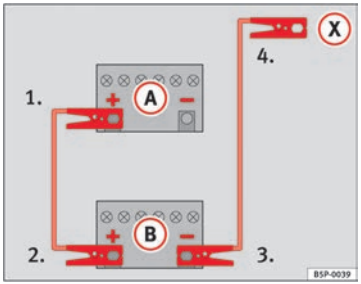
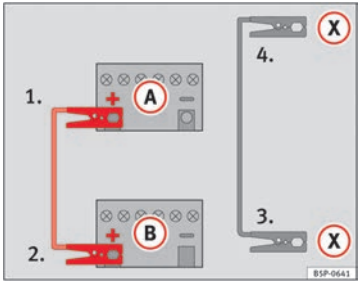

Abb. 229 Anschlussschema für Fahrzeuge ohne Start-Stopp-System.
Abb. 230 Anschlussschema für Fahrzeuge mit Start-Stopp-System.
– Klemmen Sie ein Ende des *roten* Starthilfekabels an den Pluspol (+) des Fahrzeugs mit der entladenen Fahrzeugbatterie (A) an ⇒ Abb. 229.
– Klemmen Sie das andere Ende des *roten* Starthilfekabels an den Pluspol (+) des stromgebenden Fahrzeugs (B) an.
– Klemmen Sie ein Ende des *schwarzen* Starthilfekabels an den Minuspol (-) des stromgebenden Fahrzeugs (B) ⇒ Abb. 229.
– Klemmen Sie das andere Ende des *schwarzen* Starthilfekabels (X) im Fahrzeug mit der entladenen Batterie an ein mit dem Motorblock verschraubtes massives Metallteil oder an den Motorblock selbst, aber an einer weit von der Batterie (A) entfernten Stelle an. ▶
– Klemmen Sie ein Ende des *roten* Starthilfekabels an den Pluspol (+) des Fahrzeugs mit der entladenen Fahrzeugbatterie (A) an ⇒ Abb. 230.
– Klemmen Sie ein Ende des *schwarzen* Starthilfekabels (X) an einen geeigneten Masseanschluss, ein massives, fest mit dem Motorblock verschraubtes Metallteil oder an den Motorblock selbst an ⇒ Abb. 230.
– Klemmen Sie das andere Ende des *schwarzen* Starthilfekabels (X) im Fahrzeug mit der entladenen Batterie an ein mit dem Motorblock verschraubtes massives Metallteil oder an den Motorblock selbst, aber an einer weit von der Batterie (A) entfernten Stelle an.